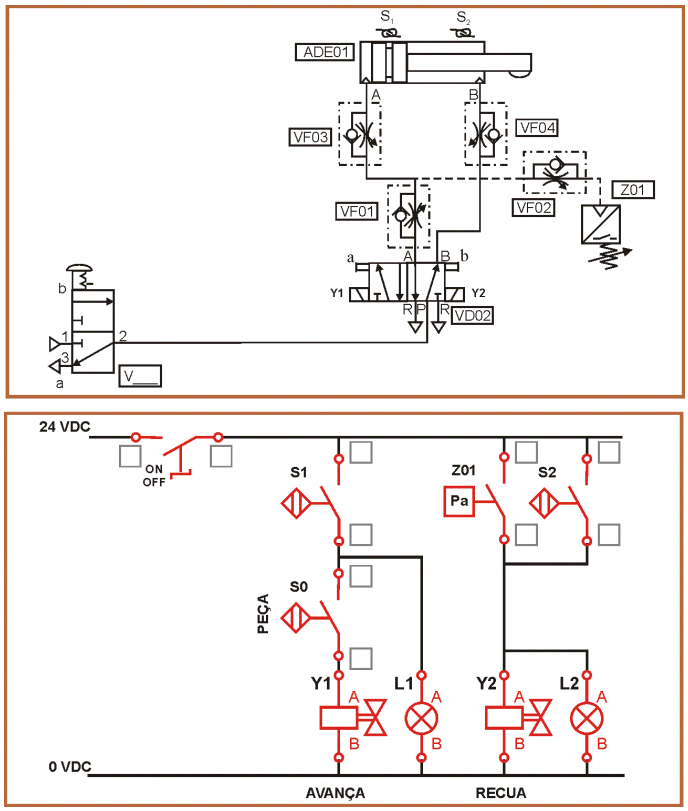

**Fig. 5 – Circuito electropneumático para implementação do exercício 3**
A fig. 5 apresenta uma possível solução electropneumática para implementar este tipo de funcionamento.
**3b)** Tendo em conta o material disponível na sua bancada, implemente o circuito da fig. 5, e insira códigos numéricos onde adequado.
**3c)** Simule o circuito da fig. 5 no PneuSimPro.